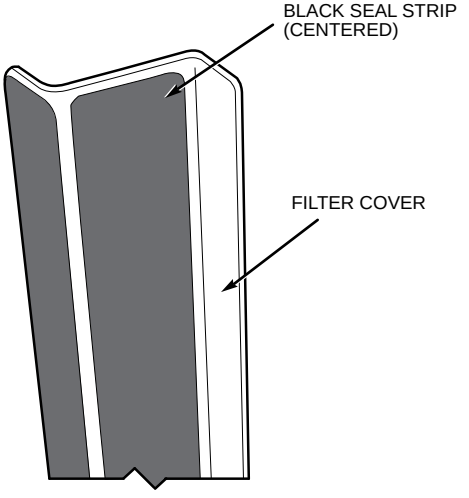

Fig. 27 — Attaching Seal Strip to Filter Cover
17. Attach black seal strip (provided) to filter cover. Seal strip should be applied to the center of the large flange making sure to cover holes. See Fig. 27.